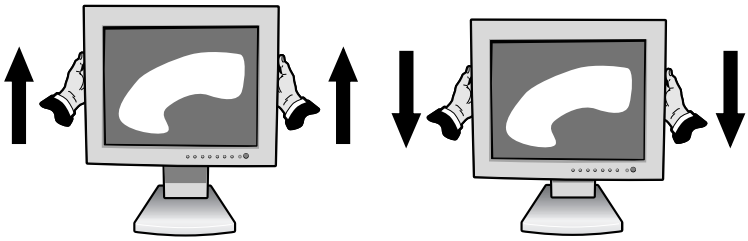

Рисунок RL.1
Чтобы поднять или опустить экран, возьмите монитор с двух сторон и поднимите или опустите на нужную высоту (**Рисунок RL.1**).
Чтобы поднять экран, возьмите монитор с двух сторон и поднимите его в самое верхнее положение (**Рисунок RL.1**).
2. Возьмите монитор с двух сторон и поднимите его в самое верхнее положение (**Рисунок RL.1**).